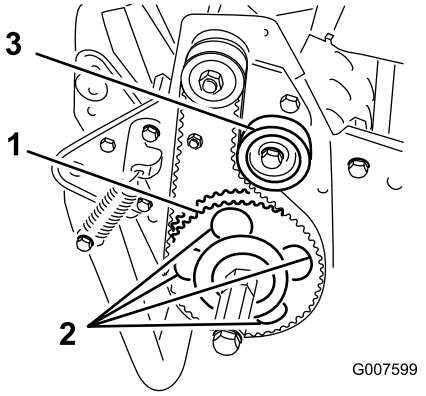

**Figur 44**
7. Drej drivremskiven, indtil hullerne står ud for rullelejets 4 flangeskruer (Figur 44).
11. Juster remspændingen, og spænd styreremskivens monteringsskrue (Figur 44).